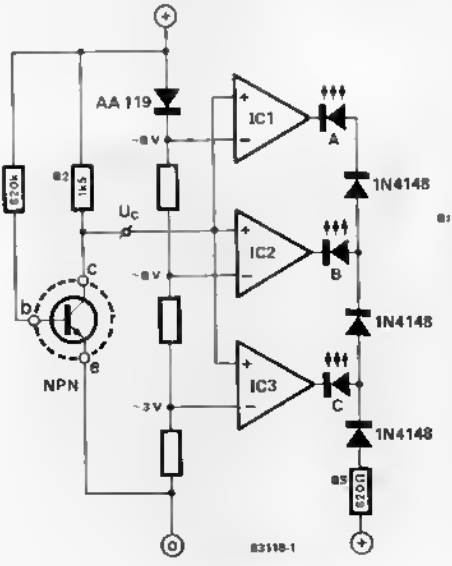
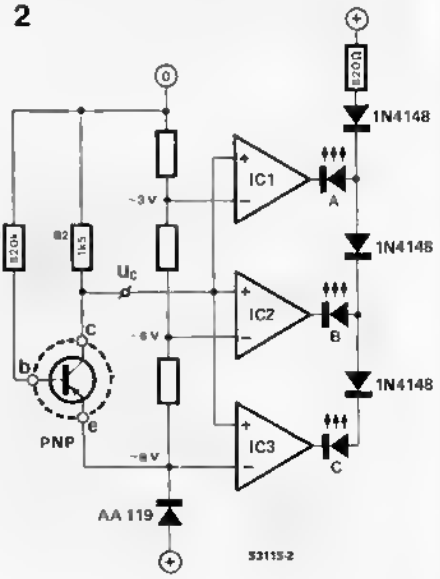
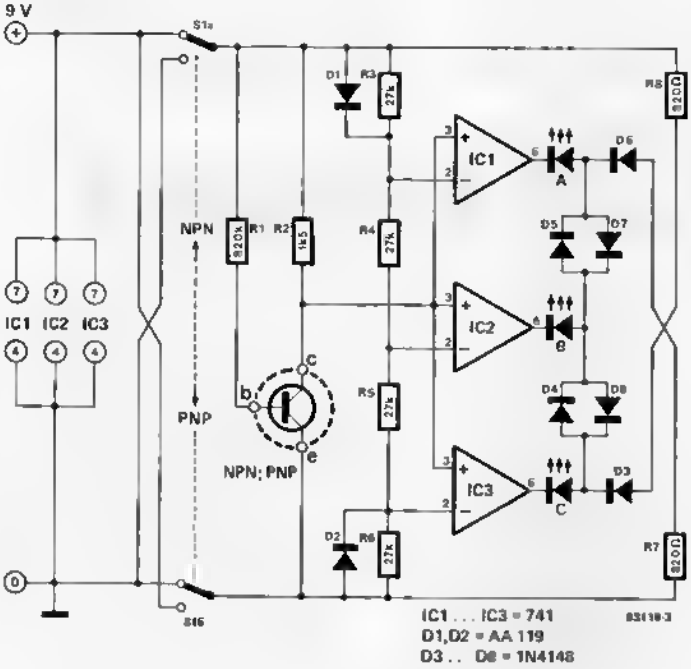

Figure 1. The circuit for checking n-p-n transistors. The coding of the LEDs corresponds to the usual classification of the d.c. current gain.
Figure 2. Compared with figure 1, the circuit for p-n-p transistors appears up-ended. The differences between the two are explained in the text.
Figure 3. Combining the circuits of figures 1 and 2 yields that for the complete transistor selector. The only addition is switch S1.
**Figure 2. The printed circuit board of the battery eliminator is designed to receive all components, except the mains transformer. The mirror image of the track layout is contained in the PC pages.**
The selector can, of course, be used for both n-p-n and p-n-p transistors. For clarity, we have split the complete circuit diagram shown in figure 3 into two parts: figure 1 for n-p-n transistors and figure 2 for p-n-p types.
The corresponding diagram for selecting p-n-p transistors is shown in figure 2. The arrangement of the LEDs for classes A, B, and C, remains as before. Now, however, because the supply voltage polarity has been reversed, a higher d.c. current gain will cause a higher collector voltage. The voltage applied to the comparators is, therefore, in this case not that across the collector-emitter junctinn, but that across R2. Otherwise the operation of the circuit is identical to that for n-p-n transistors.
Figure 1 shows the principle of the FSKleaner in block form. The FSK signal containing the data is taken from the headphone output of a radio receiver or cassette recorder and applied to the FSKleaner input. The processed output of the FSKleaner can then be fed into a second cassette recorder or loaded into a computer directly or via a Basicode interface.
### The circuit (figure 2)
Figure 2. The circuit diagram of the FSKleaner consists essentially of a band-pass filter, compressor and indicator stage, and output amplifier A1. When the input level lies between 0.45 and 4.0 V, an LED, D5, lights to indicate that the FSKleaner output is fully compatible with the input requirements of the computer.
The FSKleaner is built on the printed circuit board shown in figure 3. This board also houses the mains power supply. If you don't have a transformer with correctly spaced terminals for the board, drill new holes – there's plenty of space, provided, of course, that the transformer is not too large for the board.
The band-pass filter at the input of the FSKleaner must be isolated from the rest of the circuit by a suitable tin screen which is soldered to two pins in positions shown in figure 3: the screen is indicated by the broken lines at the left.
Figure 3. Layout and track pattern of the printed circuit board for the FSKleaner. The band-pass filter is screened with a thin housing of tin. The connections to and from the mains transformer must be wired at the foil side of the board.